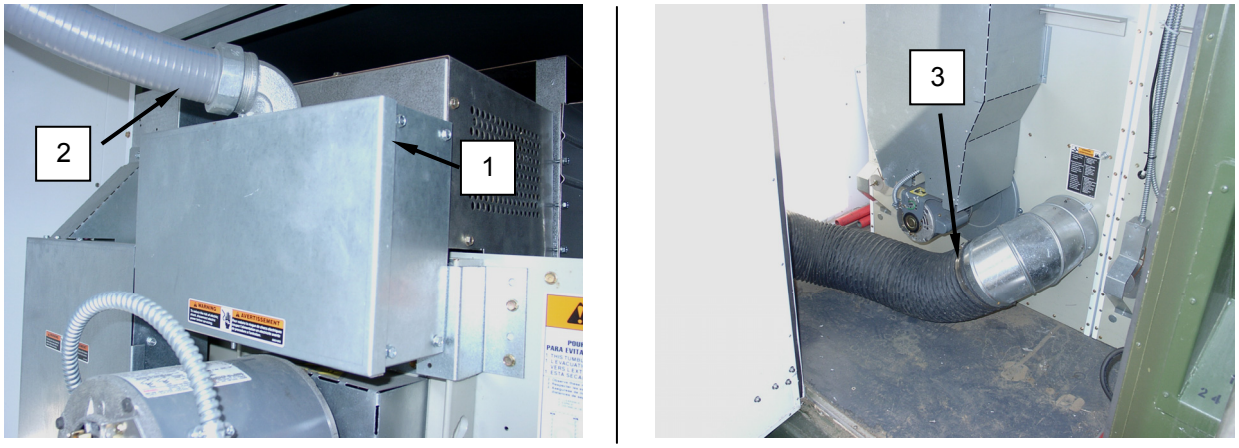

Figure 1. Replace the Dryer.
15. Remove junction box cover **(Figure 1, Item 1)** on replacement dryer.
16. Knock out conduit access if necessary, install conduit **(Figure 1, Item 2)**, and retain with conduit locknut.
18. Install junction box cover **(Figure 1, Item 1)** and retain with screws.
19. Install duct **(Figure 1, Item 3)** onto replacement dryer exhaust and secure with hose clamp.